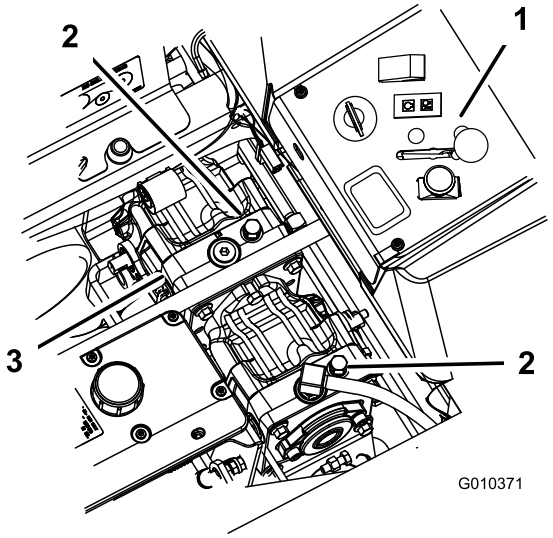

Figur 29
2. Drej omløbsventilerne en omgang mod uret for at skubbe. Derved får hydraulikvæsken mulighed for at løbe uden om pumpen, hvilket gør hjulene i stand til at dreje (Figur 29).
Drej omløbsventilerne en omgang med uret for at betjene maskinen (Figur 29).